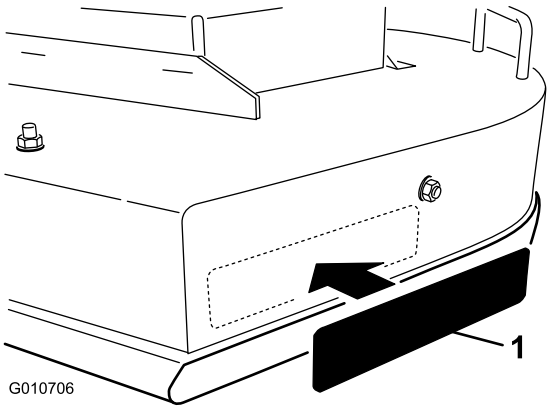

Figuur 6
16. Plak de sticker op het gebied dat wordt getoond in Figuur 6.
C. Trek de sticker los en breng deze op de juiste plaats aan. (Figuur 6).